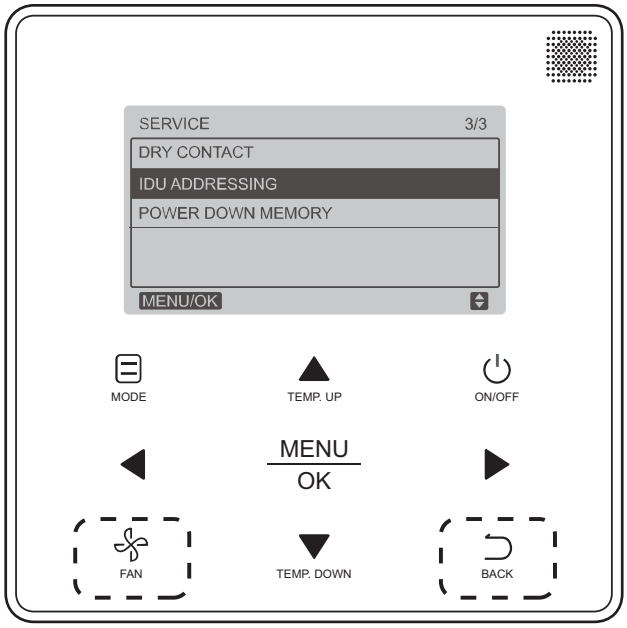

Fig. 40 —Programmable Controller (40VM900003) IDU Addressing Menu
1. Press **FAN** and **BACK** simultaneously for five seconds to access parameter settings as shown in Fig. 40.